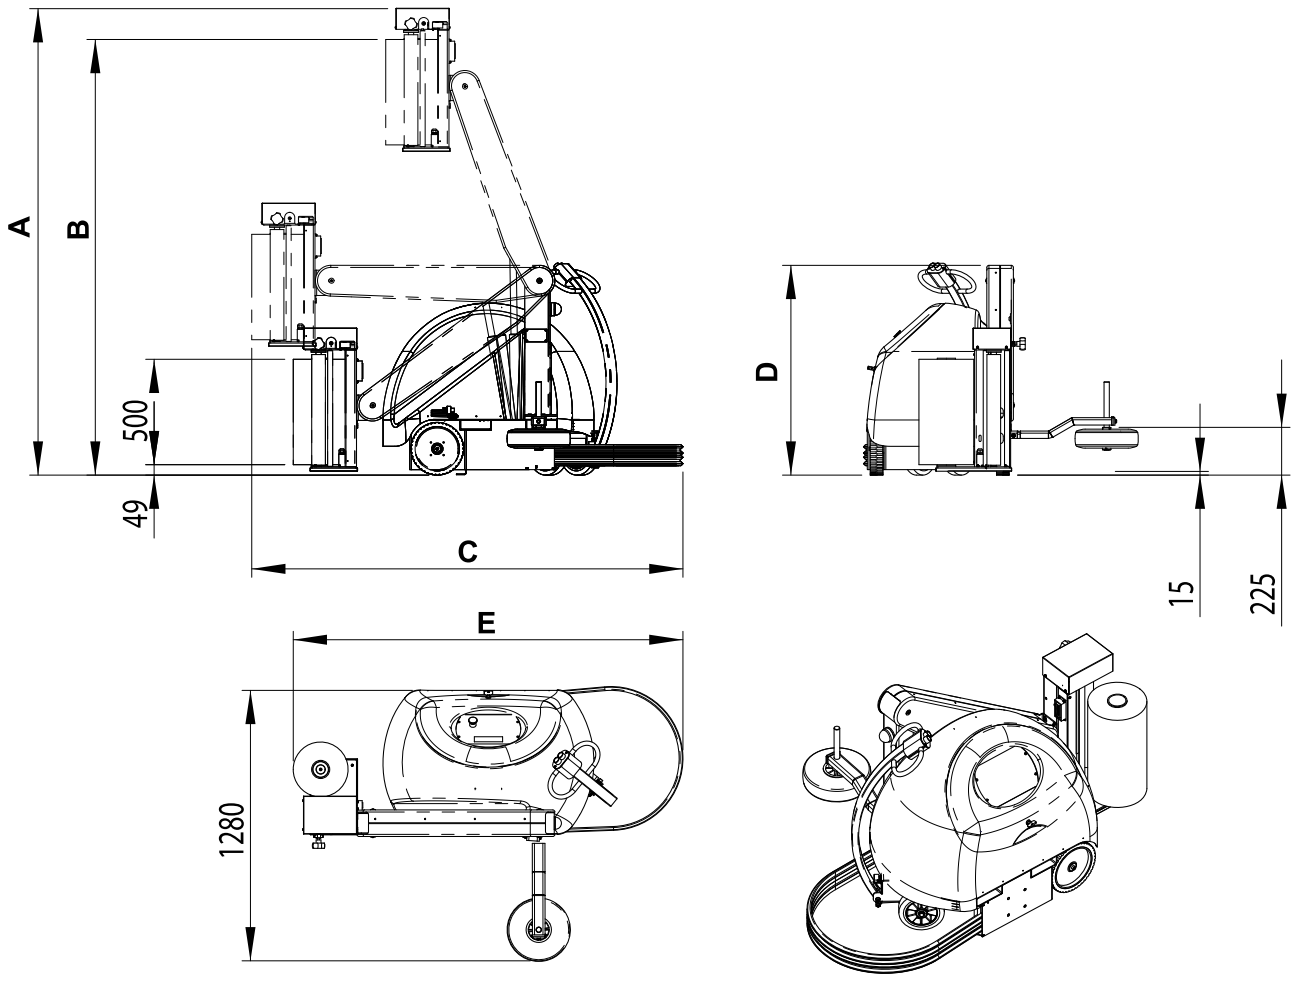

Fig. 2.6
• Dimensioni di ingombro	Fig. 2.6
• Dimensiones totales	Fig. 2.6